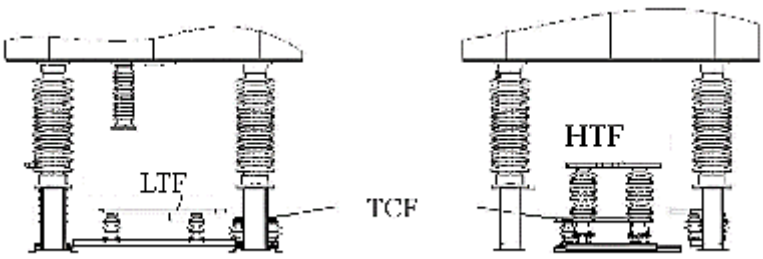

Figure 9: Installation of LTF and HTF
5) Install the base of low electric potential trigger system foothold (LTF,which should be closely connected with the platform steel separator), and install high electric potential trigger system foothold(HTF) and trigger control cabinet foothold(TCF) in corresponding position, seen in **Figure 9**.